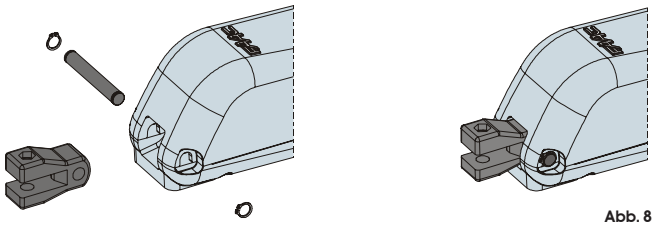

Abb. 8
2) Den hinteren Anschluss des Antriebs laut Angaben in Abb. 8 zusammenbauen.